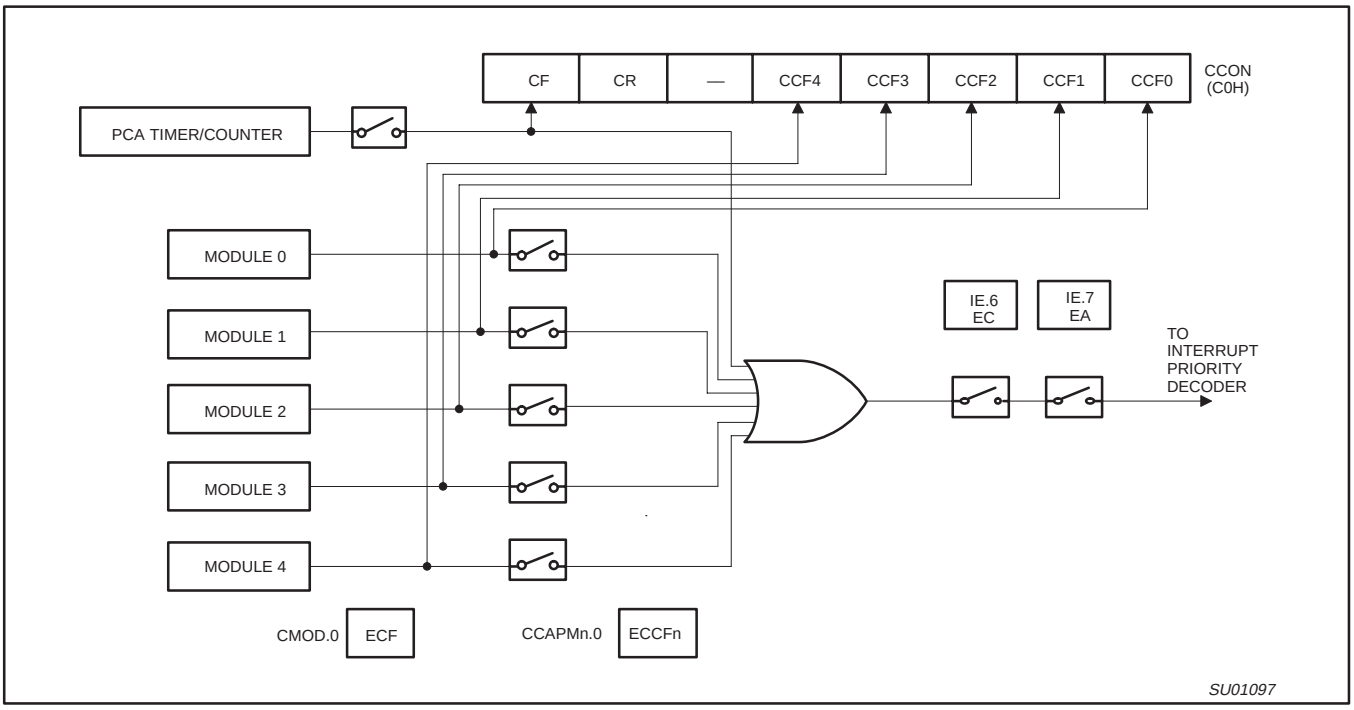

**Figure 27. PCA Interrupt System**
The CCON SFR contains the run control bit for the PCA and the flags for the PCA timer (CF) and each module (refer to Figure 29). To run the PCA the CR bit (CCON.6) must be set by software. The PCA is shut off by clearing this bit. The CF bit (CCON.7) is set when the PCA counter overflows and an interrupt will be generated if the ECF bit in the CMOD register is set, The CF bit can only be cleared by software. Bits 0 through 4 of the CCON register are the flags for the modules (bit 0 for module 0, bit 1 for module 1, etc.) and are set by hardware when either a match or a capture occurs. These flags also can only be cleared by software. The PCA interrupt system shown in Figure 27.